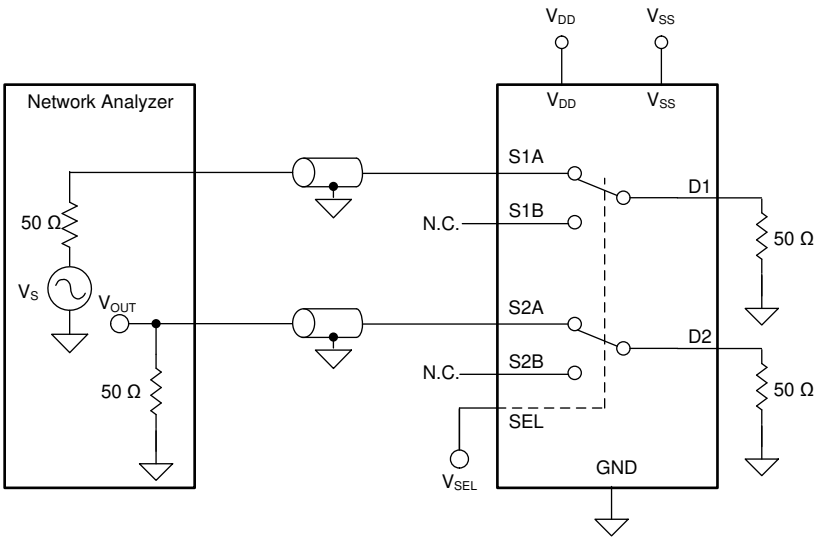

图 6-9. 通道间串扰测量设置
2. 通道间串扰：当 1VRMS 信号施加在不同通道中导通开关输入的源极引脚时，导通开关输入的源极引脚 (Sx) 上的电压，如 图 6-9 所示。